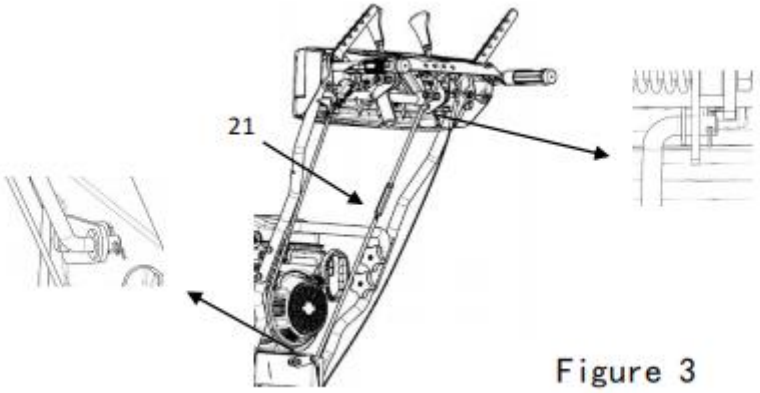

Figure 3
2. Fit the upper end of shift lever (Item 21) into the corresponding mounting hole on the upper handle frame section (Item 20). Install a flat washer and secure with an R-type cotter pin. (See Figure 3)